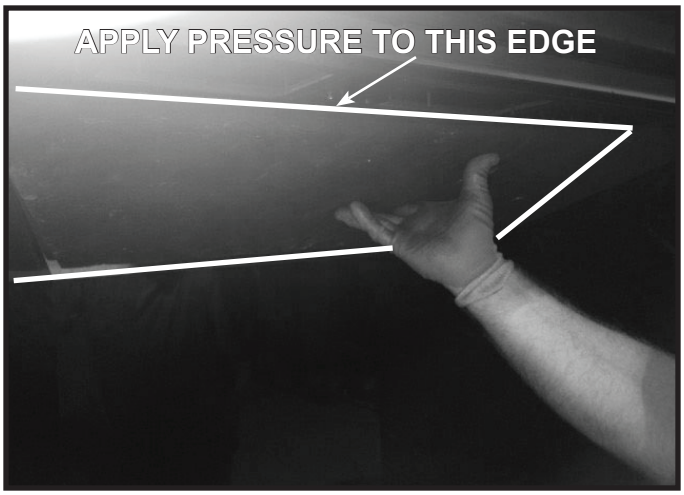

Figure 11.18 Top Refractory Placement
12. Carefully remove top refractory from packaging and place into appliance with taper toward the rear. Lift refractory up so the sides of the top refractory rest on the left and right side glass and spacers. Apply firm pressure to top refractory leading edge to ensure that the refractory is fully seated against the back wall of the appliance. See Figure 11.18.